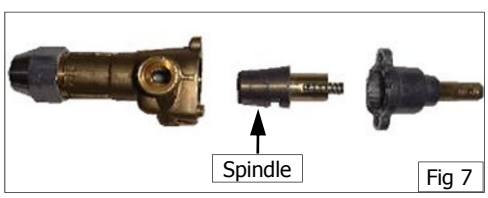

Fig 7
f. Apply a suitable high temperature gas cock grease or lubricant such as ROCOL - A.S.P (Anti scuffing paste) / Dry Moly Paste to outside of spindle. (See Fig 7).